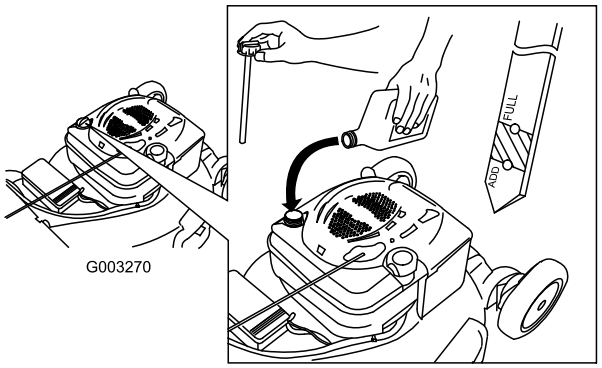

Figur 10
1. Tag målepinden ud, tør den af, og sæt den helt i igen (Figur 10).
2. Tag målepinden ud, og kontroller oliestanden (Figur 10). Hvis oliestanden er under mærket Add (påfyld) på målepinden, skal du **langsomt** hælde olie i påfyldningsrøret, indtil oliestanden når op til mærket Full (fuld) på oliepinden. **Fyld ikke for meget på.** (Påfyld maks.: 0,59 l, type: SAE 30 selvrensende olie med API-serviceklassifikation SF, SG, SH, SJ, SL eller højere.)